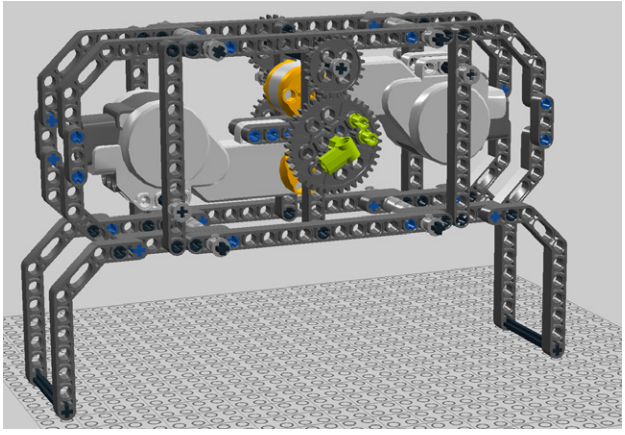

Figure 4-40. *Step 35: Adding the angle element and pegs*
35. Add the angle element and two pegs (Figure 4-40).